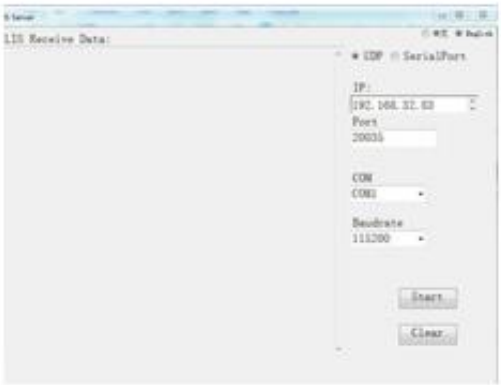

Rysunek 6.18
3) Otwórz oprogramowanie do odbioru danych LIS zainstalowane w komputerze, wybierz "port sieciowy". Kliknij "Start" (patrz rys. 6.18).